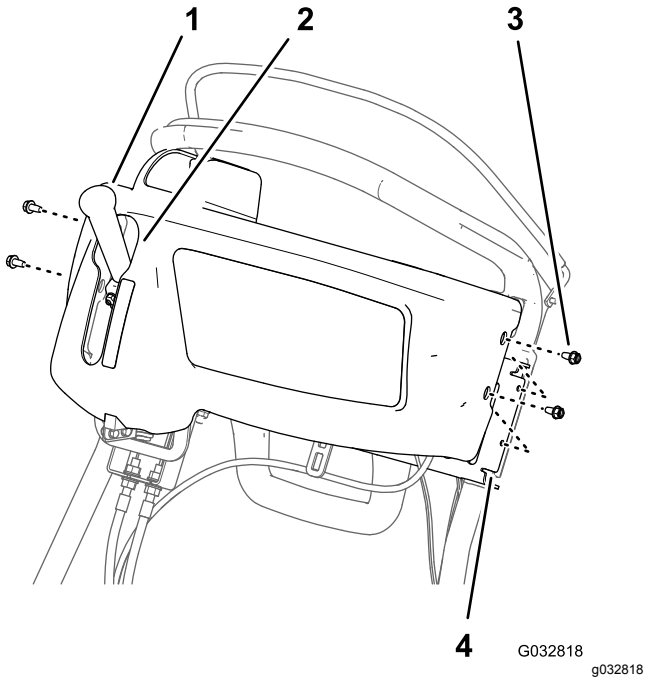

Figura 30
1. Allineate la scanalatura a serratura nel coperchio della plancia sulla maniglia di trazione e di trasmissione del cilindro (Figura 30).
2. Allineate i fori nel coperchio della plancia con i fori nella staffa di supporto del manubrio (Figura 30).
3. Montate il coperchio sulla staffa (Figura 30) con le 4 viti a testa flangiata (¼" x ½") rimosse al passaggio 2 Rimozione del coperchio della plancia (pagina 3).